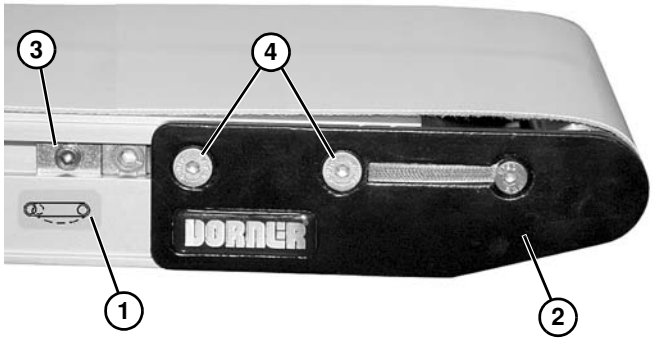

Abbildung 6
Etikett gekennzeichnet **(Abbildung 6, Teil 1)**, die Kopfplattenbaugruppe **(Abbildung 6, Teil 2)** eindrücken:
a. Auf beiden Seiten des Förderbands die Exzenter-Tracking-Baugruppen **(Abbildung 6, Teil 3)** (falls vorhanden) lösen und weg von den Kopfplatten bringen.
b. Befestigungsschrauben **(Abbildung 6, Teil 4)** lösen und Kopfplattenbaugruppe nach innen drücken.